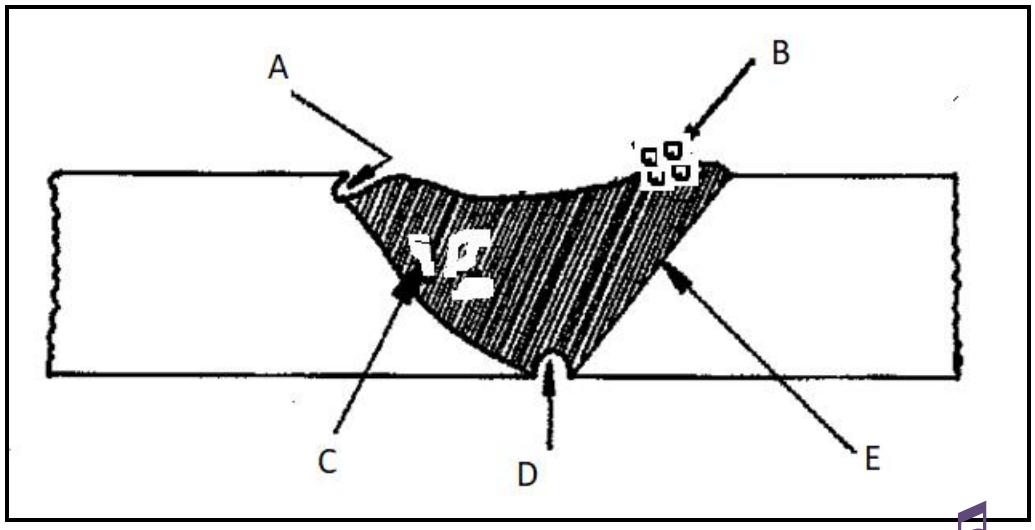

FIGUUR 4 (5)
3.2 Bestudeer FIGUUR 4 en voorsien byskrifte van die verskillende sweisdefekte, gemerk (A–E). Skryf slegs die antwoord langs die vraagnommer (A–E) in die ANTWOORDBOEK neer.